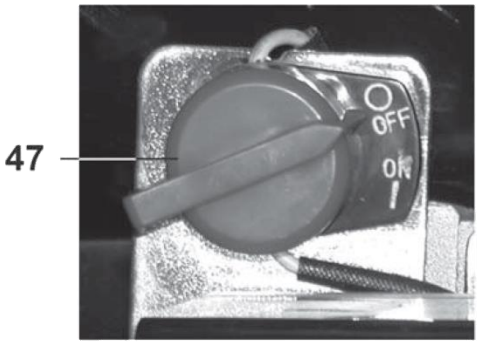

Рис. 23
8.3. Остановка двигателя (Рис. 23).